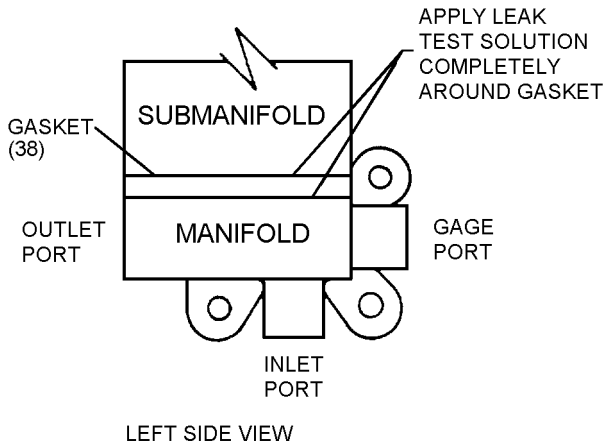
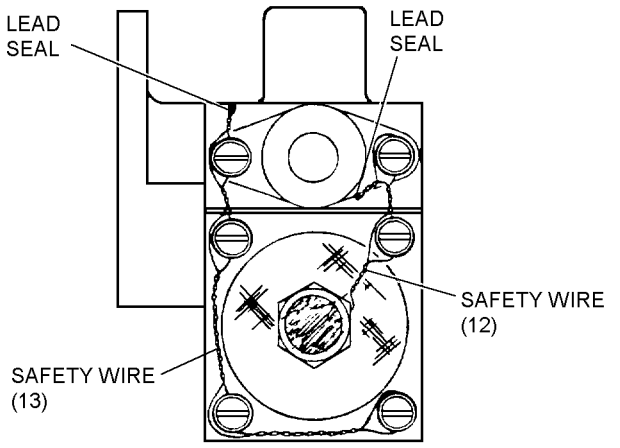

Figure 9-8. Leak Detection Compound Application
Figure 9-11. Safety Wire Installation Diagram
4. Turn INLET PRESS. ON/OFF valve (L) on.
5. Using HIGH PRESS. REGULATOR (Q), slowly apply 1800 psig as indicated on REGULATED HIGH PRESS. gage (10).
6. Using leak detection compound check entire reducer for external leakage (figure 9-8). No leakage is allowed.
7. Turn HIGH PRESS. REGULATOR (Q) to vent.
8. Open SYSTEM BLEED valve (S) and bleed stand. Close valve (S).
9. Turn INLET PRESS. ON/OFF valve (L) off.
10. Disconnect pressure reducer assembly from N_2 INPUT connection (18). Proceed to next test.
3. Turn INLET PRESSURE ON/OFF valve (L) ON.
4. Using HIGH PRESS. REGULATOR (Q), slowly apply 1800 psig to the pressure reducer assembly.
5. Using leak detection compound, check the two main body gaskets for leakage (figure 9-8). No leakage is allowed.
6. Turn HIGH PRESS. REGULATOR (Q) to vent.
7. Open SYSTEM BLEED valve (S) and bleed pressure from test stand. Secure all test stand valves and disconnect pressure reducer assembly from test stand.
8. Ensuring retainer (17) does not turn, reassemble pipe boss (16) and O-ring (16A) to housing (37) with screws (14) and washers (15).
9. Install new lockwires (12 and 13) as in accordance with figure 9-11.